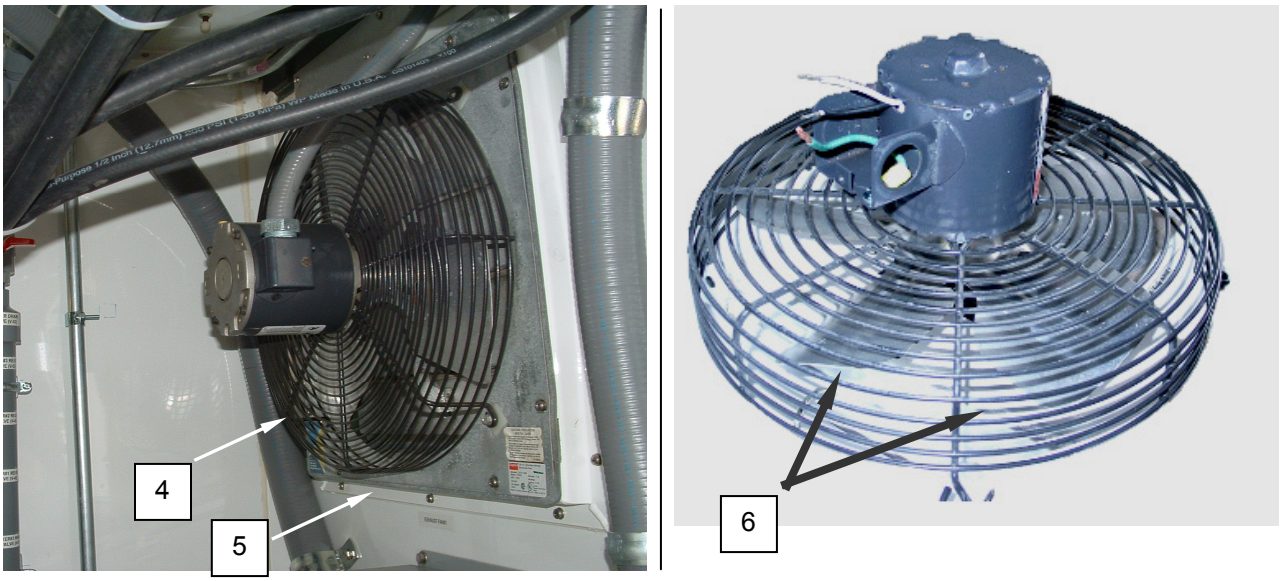

Figure 2. Clean the Exhaust Fan.
2. Remove screws securing fan **(Figure 2, Item 4)** to louver assembly **(Figure 2, Item 5)** and remove fan from louver assembly.
3. Clean fan blades **(Figure 2, Item 6)** with rag or soft brush.
4. Position cleaned fan **(Figure 2, Item 4)** onto louver assembly **(Figure 2, Item 5)** and secure with screws.